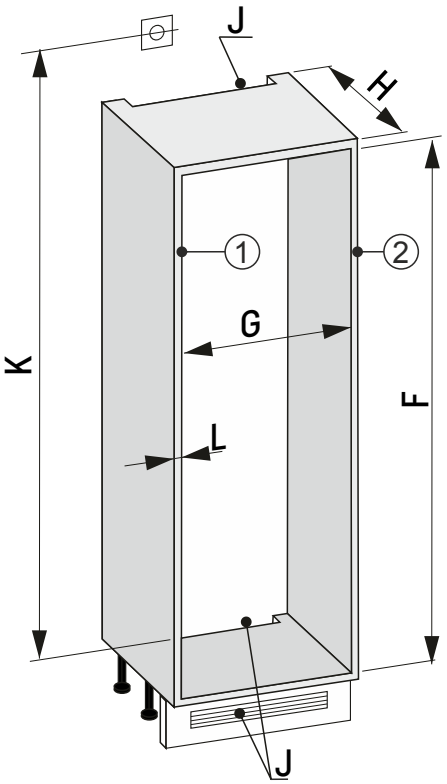

Fig. 85 Ніша 30”
▶ Виміряти товщину меблевої стінки *Fig. 85 (L)*.